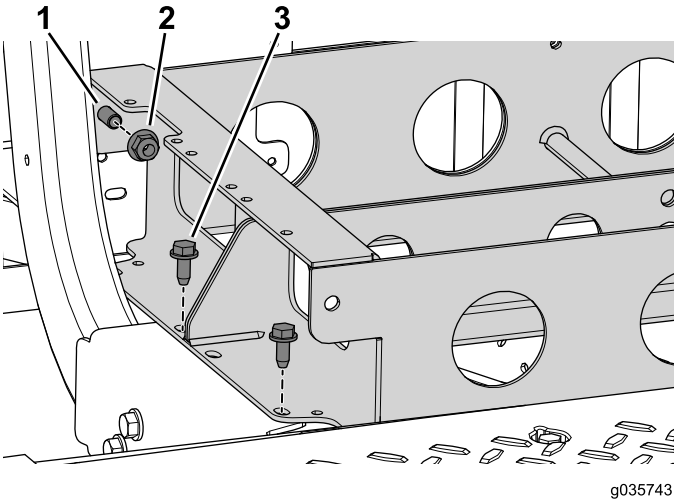

Рисунок 82
1. С помощью двух фланцевых гаек и болтов соедините передней и задний поддоны аккумуляторной батареи вместе (Рисунок 82).
2. С помощью 4 болтов (3/8 x 1 дюйм) прикрепите передний поддон аккумуляторных батарей к автомобилю (Рисунок 82).